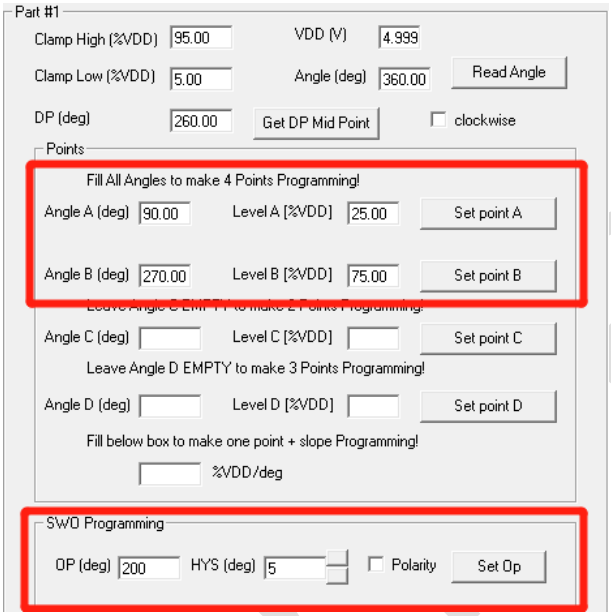

图 4.2.19
3、 图 4.2.19，若无线性输出需求或要求，可手动配置两点数据如图中所示（Angle A=90deg，Level A=25%VDD，Angle B=270deg，Level B=75%VDD，即为 360 度满幅输出。）